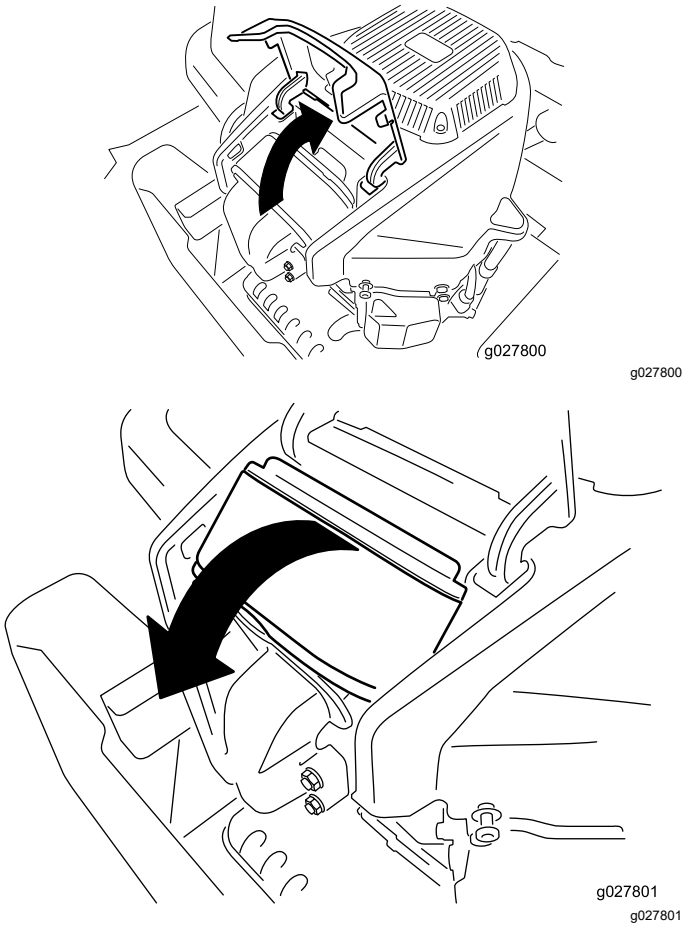

Figura 42
4. Ridicai capacul i rotii ansamblul filtrului de aer pentru a-l îndepărta de motor (Figura 42).